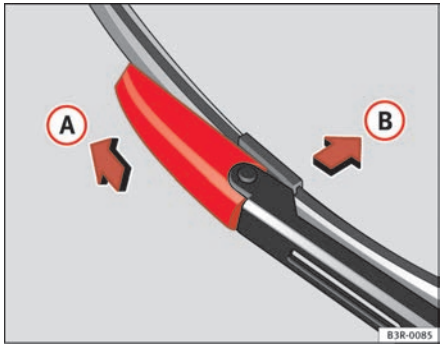

Fig. 177 Removing the wiper blade
– Slide the retainer catch on the wiper blade in the direction indicated ⇒ fig. 177 (A). Hold onto the wiper blade at the same time.
– Pull the wiper blade (B) out of its mounting on the wiper arm.